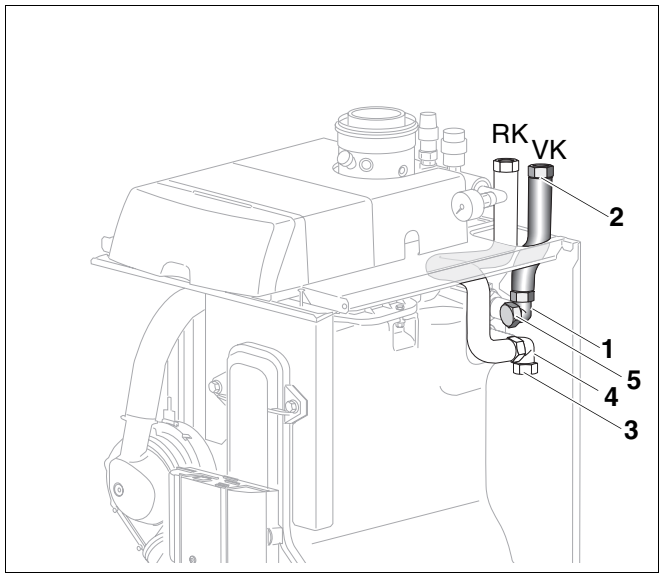

Rys. 11 Montaż rury zasilania
- Włożyć rurę zasilania (rys. 11, **poz. 2**) wraz z zamontowanym na niej pierścieniem samouszczelniającym do rozdzielacza kątowego zasilania (rys. 11, **poz.** 1), a następnie skręcić nakrętką śrubunkową na rurze zasilania z rozdzielaczem kątowym zasilania.
- Sprawdzić, czy przy rozdzielaczach kątowych zasilania i powrotu (rys. 11, **poz. 1** i **4**) zostały założone zaślepki (rys. 11, **poz. 3** i **5**), jeśli nie został zamontowany pojemnościowy podgrzewacz S135 lub S160 pod kotłem G135.